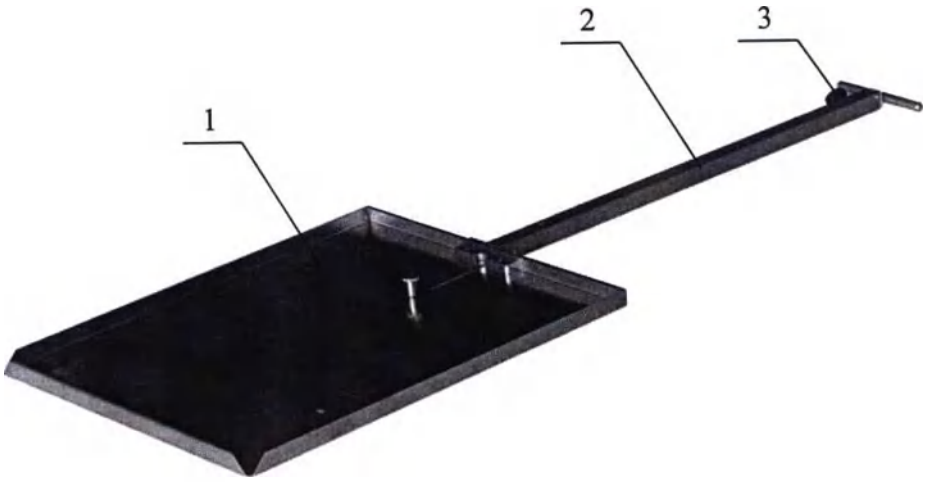

Рисунок 6 – Держатель рентгеновской кассеты.
6. Держатель рентгеновской кассеты (Рисунок 6). Металлическая лопатка с фиксатором и длинной складной ручкой для введения (установки) R-кассеты под рентгенопрозрачной столешницей стола в продольном направлении.